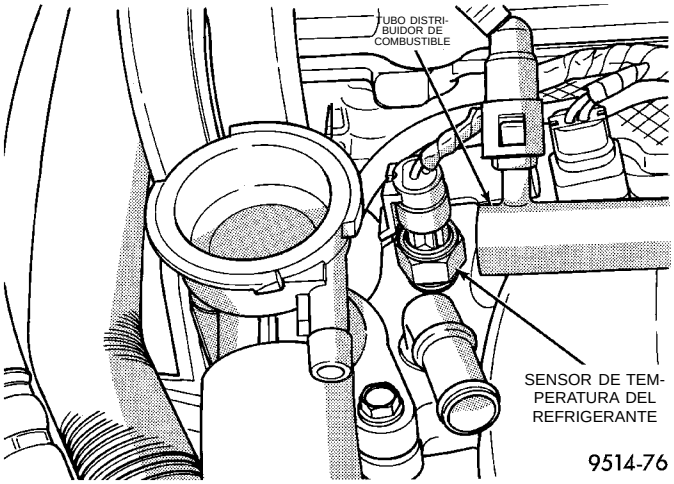

Fig. 22 Sensor de temperatura del refrigerante del motor
(8) Desconecte el sensor de temperatura del refrigerante (Fig. 22).